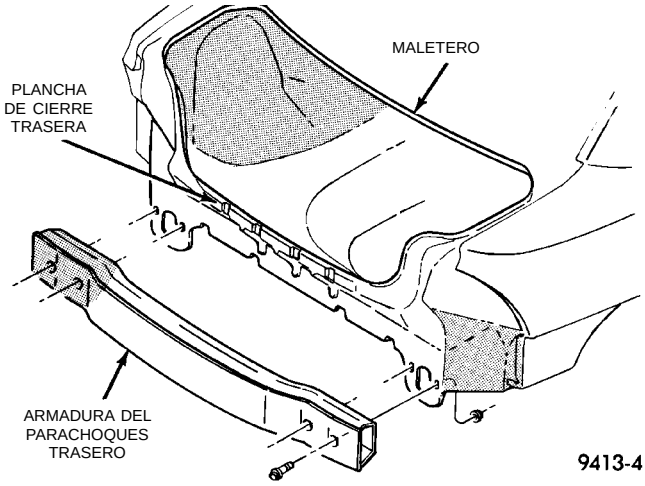

Fig. 4 Armadura del parachoques trasero
(1) Retire la placa protectora trasera.
(2) Apoye la armadura del parachoques sobre un dispositivo de elevación adecuado.
(3) Retire las tuercas que sujetan la armadura a la plancha de cierre trasera (Fig. 4).
(4) Separe del vehículo la armadura del parachoques.